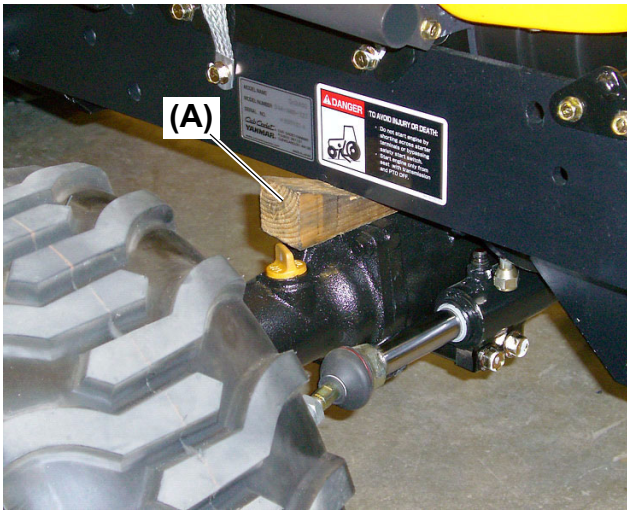

Fig. 3
3. Insert a wedge **(Fig. 3, (A))** between front axle and frame. This will stabilize the frame and prevent it from tilting side to side.